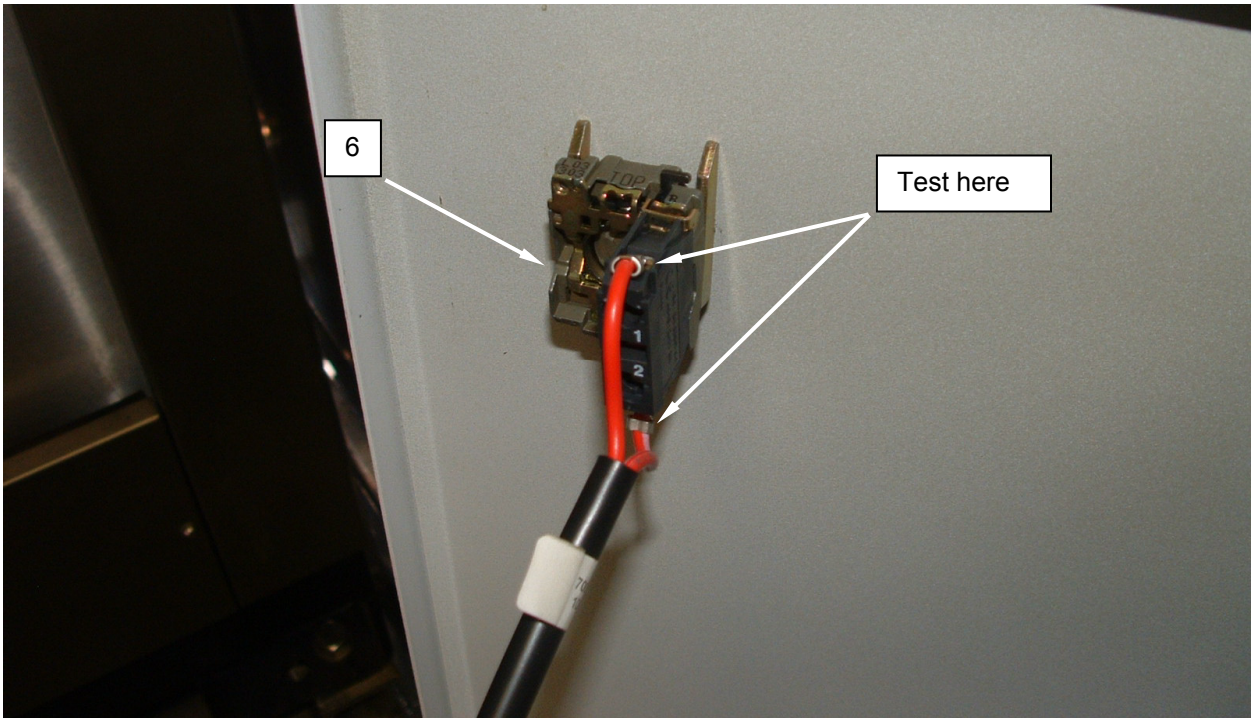

Figure 2. Test the Dryer Emergency Stop Switch.
6. Disconnect wiring from switch **(Figure 2, Item 6)**.
7. Depress switch **(Figure 2, Item 6)** to open circuit, and use an ohmmeter to test for infinite resistance.
8. Reset switch **(Figure 2, Item 6)**, and use an ohmmeter to test for 0 ohms resistance.
9. Replace a switch **(Figure 2, Item 6)** that fails either test.